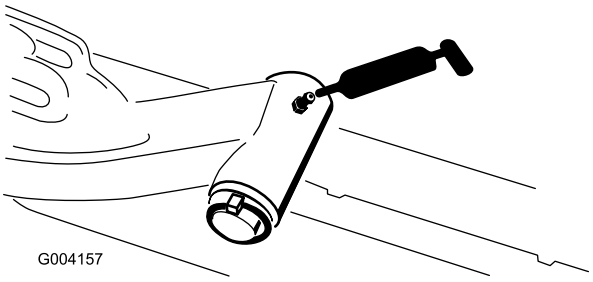

Figur 45
- Lyftarmens svängaxel (1 var) (Figur 45)